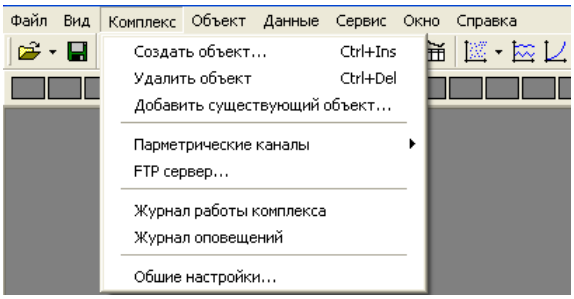

Рис. 20 Группа главного меню “Комплекс”
- просматривать журналы работы комплекса и оповещений (рис. 20)